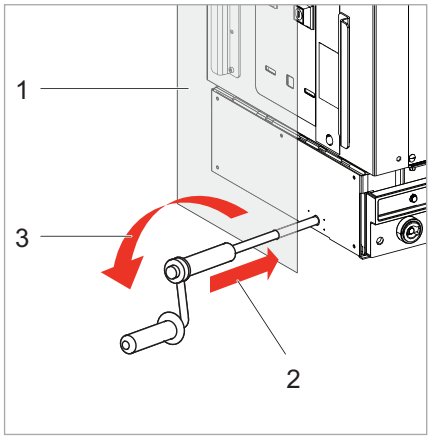
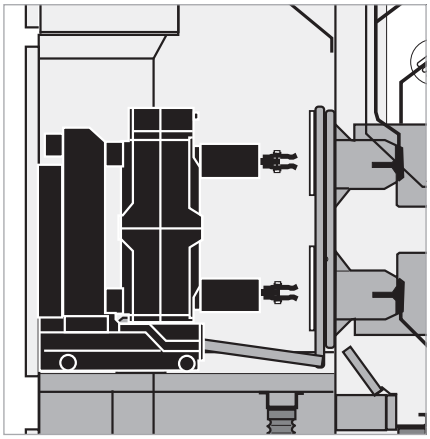

Fig. 35
Fig. 36
1. Ouvrez le capot de la cellule (Fig. 35, repère 1 et insérez la manivelle (2).
2. Tournez la manivelle dans le sens anti-horaire (3) jusqu'à ce que le module pont de barres soit débroché. Retirez la manivelle.
3. Vérifiez la position du module pont de barres (Fig. 36) à travers la trappe d'inspection.